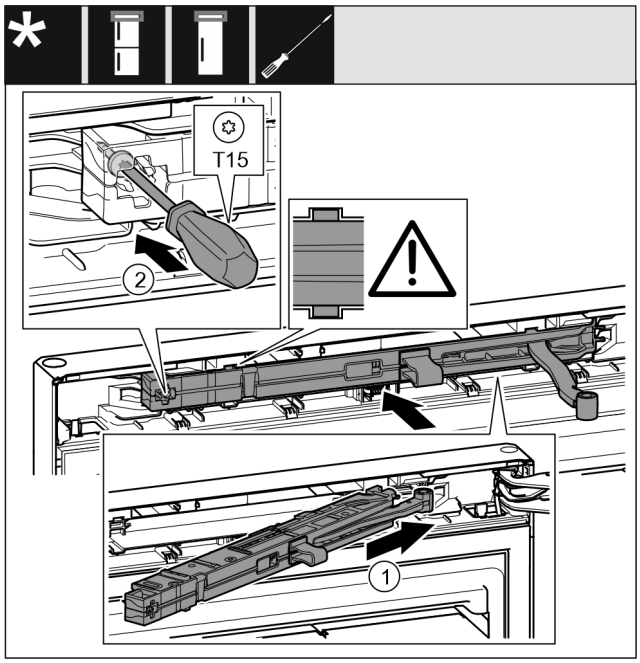

Fig. 24
▶ Schließdämpfereinheit auf der Lagerbockseite bis zum Anschlag schräg in die Aussparung einschieben. *Fig. 24 (1)*
▶ Schraube mit einem Schraubendreher T15 festschrauben. *Fig. 24 (2)*